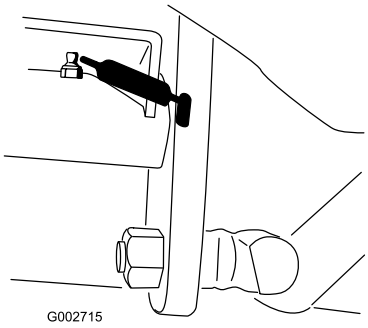

Figur 22
- Gaspedalens vridfäste (1) (Figur 22)